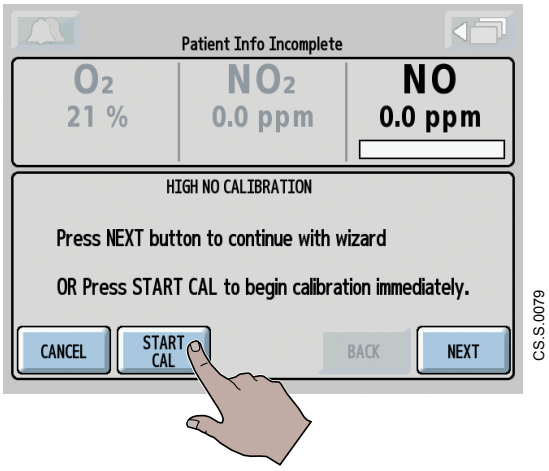

Figure 5-36 Selecting START CAL to start NO calibration
15. Select the **START CAL button** to start the **High NO Calibration** (see Figure 5-36).
Table 5-12 Screen Buttons, Figure 5-36